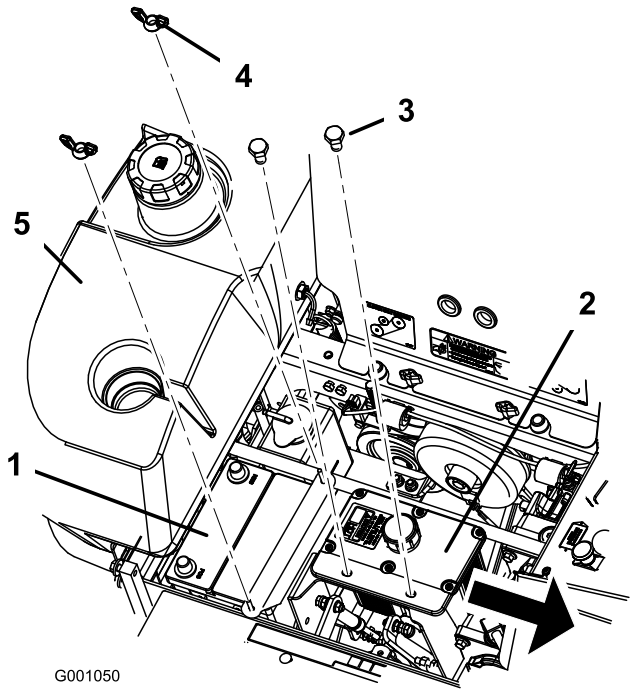

Figuur 39
6. Maak beide vleugelmoeren los (1/4 inch) waarmee de accuklembeugel is bevestigd (Figuur 39.
7. Draai de twee bouten los waarmee de hydraulische tank is vastgezet (Figuur 39).
1. Plaats de accu in een bak met de accupolen van de hydraulische tank af (Figuur 39).
6. Zet de accu vast met J-bouten, een bevestigingsband, 2 ringen (1/4 inch) en 2 vleugelmoeren (1/4 inch) (Figuur 39).